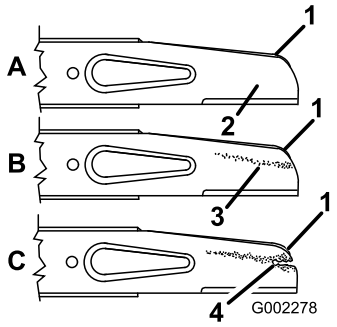

Figure 21
2. Enlevez le boulon de lame, la rondelle de blocage, l'accélérateur et la lame (Figure 21).